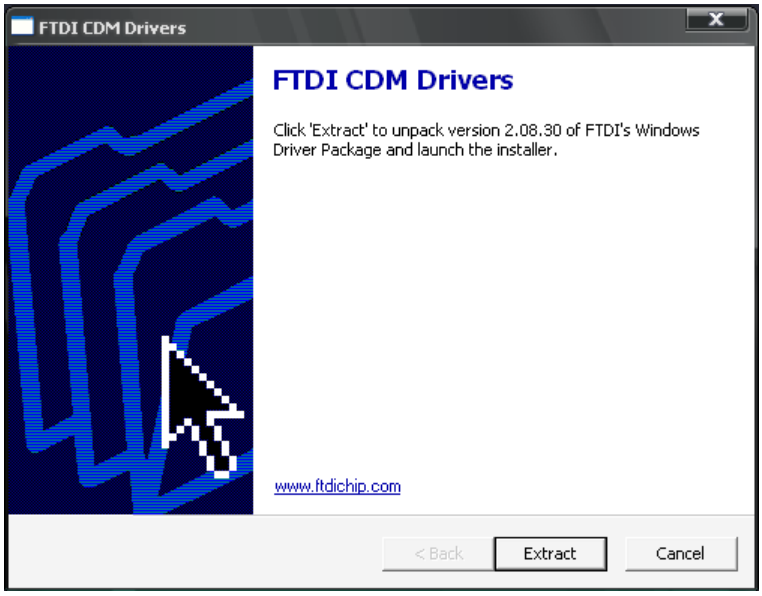

Рис.2
3) в следующем окне (рис. 2) нажать кнопку **"Extract"**: